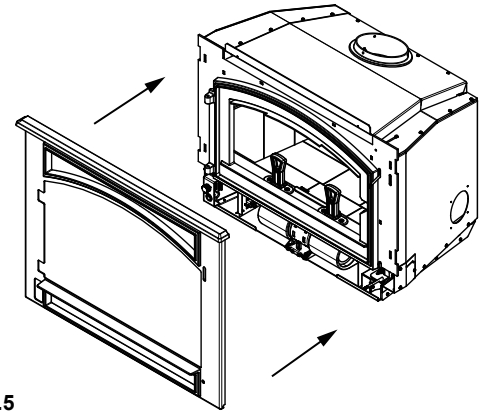

Figure 20.5
5. Réinstallez l'encadrement en avant de l'appareil **(Figure 20.5)**.